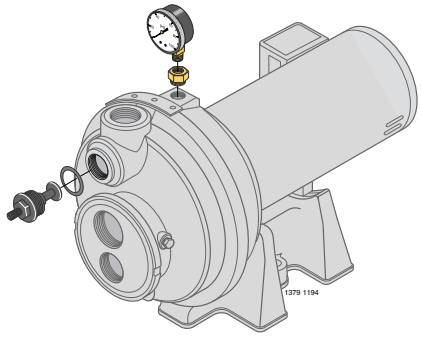

Figura 7: Instale la Válvula de Control y el Medidor de Presión
1. Instale la válvula de control y el medidor de presión en el cuerpo de la bomba (vea la Figura 7).
1. Instale la válvula de control y el medidor de presión en el cuerpo de la bomba. Vea la Figura 7.